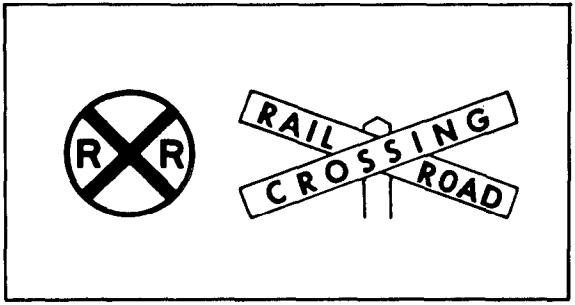

FIGURE 13
h. Railroad Crossing Signs. Railroad crossing signs are usually of two types (Figure 13): a circular sign with an "X" and the letters "RR," placed at some distance from the railroad tracks, warns drivers that the tracks are ahead; a sign made only of crossed bars and bearing the words "Railroad Crossing" may be placed immediately at the crossing.